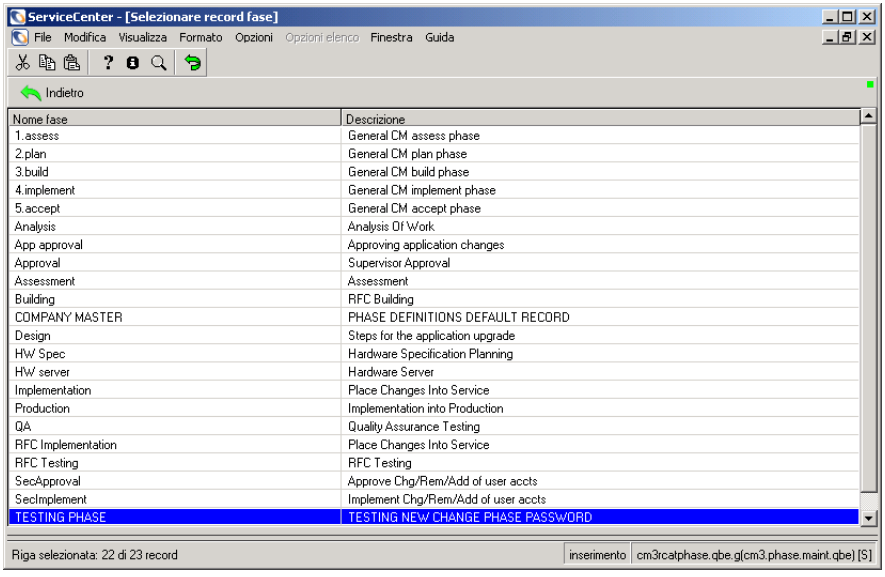

Figura 10-41: Selezione di un record di fase di modifica
2. Fare clic su **Cerca** per eseguire una query generica e visualizzare un elenco di tutti i record di fase di modifica correnti. Verrà visualizzato un elenco QBE di record di fase di modifica esistenti, come mostrato nella Figura 10-41.